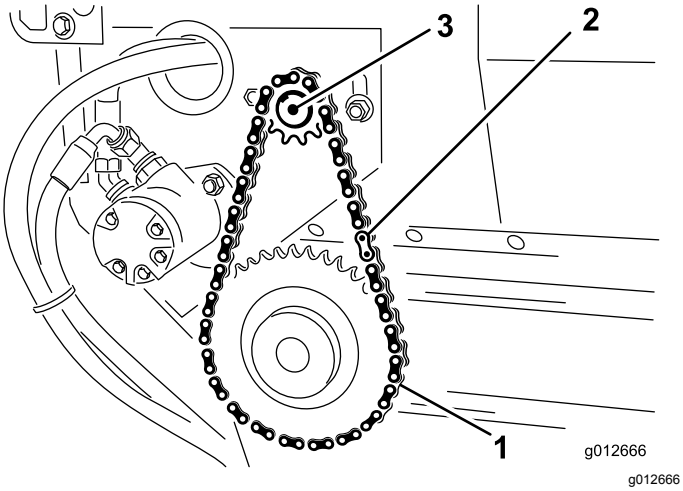

**Figur 24**
2. Fjern hovedleddet fra kæden, og afmonter kæden fra det lille kædehjul (Figur 24).